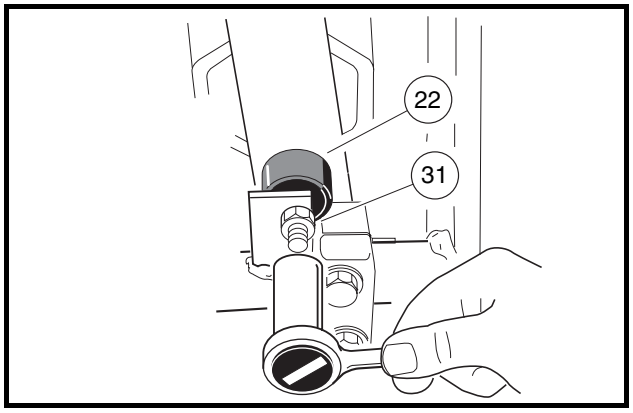
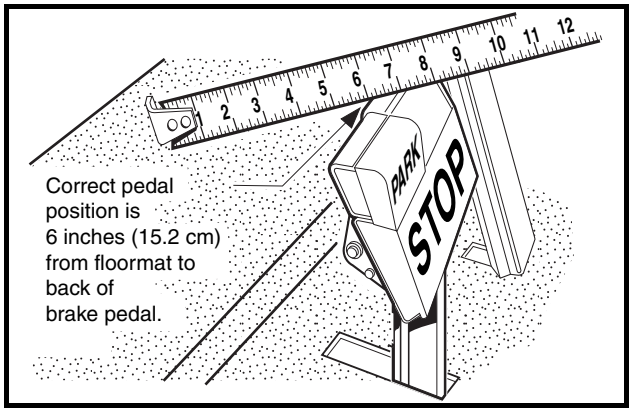

Figure 5-11 Brake Pedal Height Adjustment
Figure 5-12 Brake Pedal Height Measurement
2.4. Loosen the brake stop jam nut (31), then relieve pedal pressure on the stop by pushing down slightly on the pedal. Next, adjust the brake stop bumper (22) up or down **(Figure 5-11, Page 5-12)**. Adjusting the bumper upward decreases distance between pedal and floorboard. Adjusting the bumper downward increases distance between pedal and floorboard. Proper brake pedal height is 6 inches (15.2 cm) **(Figure 5-12, Page 5-12)**.
2.5. Tighten the jam nut (31) to 8 ft-lb (9.5 N·m) **(Figure 5-11, Page 5-12)**.